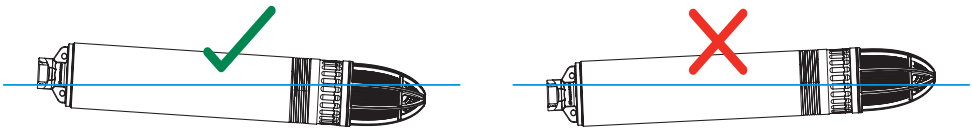

Рисунок 5
- Допускается горизонтальное размещение при эксплуатации насоса. При горизонтальном размещении напорный патрубок не должен быть ниже водозаборной части (рисунок 5).